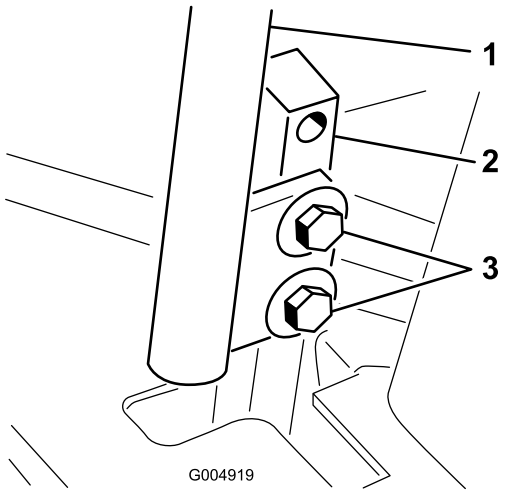

Figur 58
3. Løsn boltene, der fastgør bevægelseshåndtagene (Figur 58).